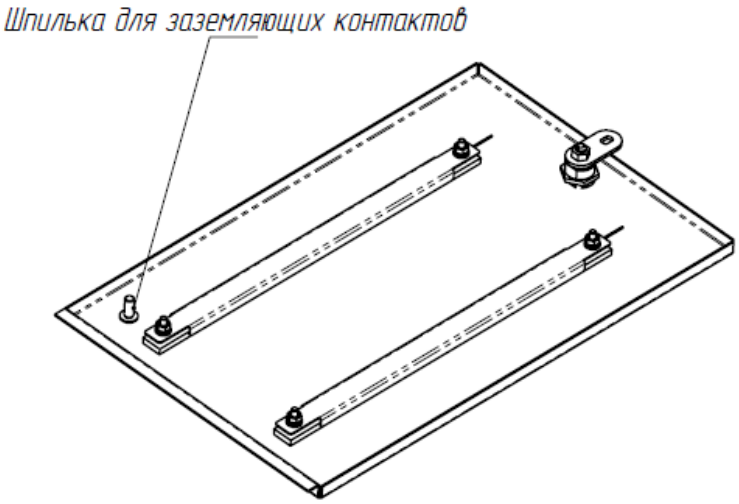

Рисунок 20 – Расположение шпилек в лючке
- на лючке с подсветкой (Рисунок 20)